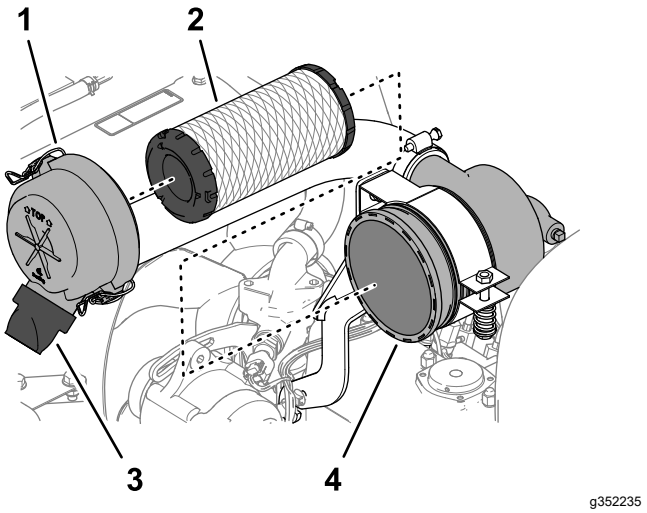

Rysunek 72
3. Zwolnij zaczepy mocujące pokrywę filtra powietrza do obudowy filtra powietrza (Rysunek 72).
6. Wyjmij wkład filtra (Rysunek 72).
7. Zdejmij gumowy zawór wylotowy (Rysunek 72) z króćca wyrzutu zanieczyszczeń pokrywy filtra powietrza.